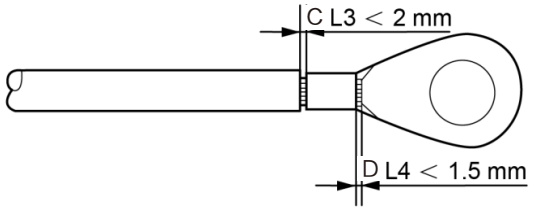

图3.16 线缆压接
4. 将剥开的线缆插入OT端子压接区域，然后使用液压夹将端子压接到线缆上（参见图3.16）。